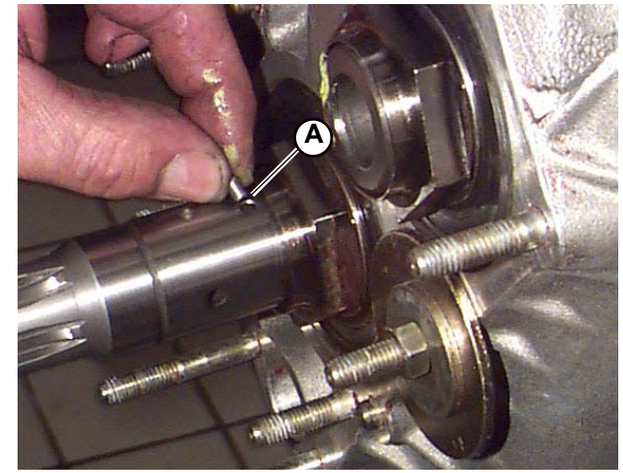

Fig.1
- Remove the sleeve by means of a puller and then remove the dowel (**A-Fig.1**) from the countershaft.